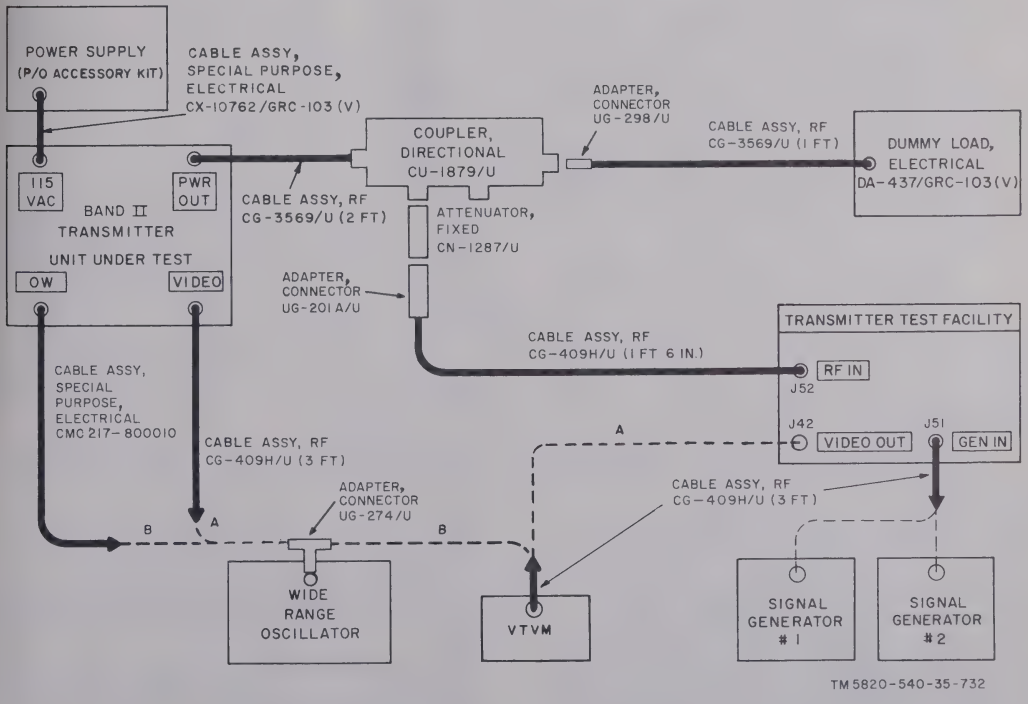

Figure 4–295. Band II transmitter frequency deviation measurements test setup.
(*a*) Use the test setup as shown in A, figure 4–294.
(*a*) Initial setup. Connect the test equipment as shown in A, figure 4–295.
1. Connect the wide range oscillator and VTVM to the unit under test OW connector as shown in figure 4–295B.
1. Connect the test equipment as shown in A, figure 4–296.
2. Set the unit under test XMTR CHANNEL and XMTR TUNE controls to channel 430 and tune for peak output power as described in (1) (*g*) and (*h*) above.
1. Use the test setup as shown in A figure 4–296.